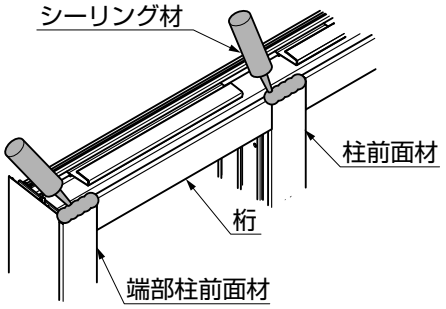

図14-1
①柱前面材と桁の間のすき間をふさぐように、シーリングをしてください。（図14-1参照）